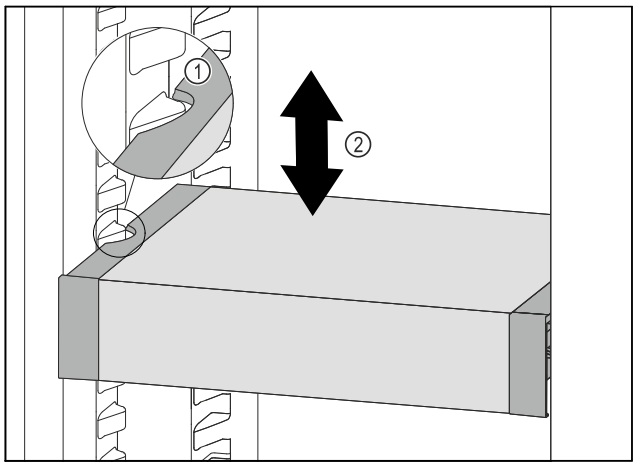

Fig. 167
▶ Trageți în față VarioSafe, până când degajările laterale ale VarioSafe se află la înălțimea nervurii recipientului din frigider. *Fig. 167 (1)*
▶ Mișcați în sus sau în jos VarioSafe în frigider, până când este atinsă înălțimea dorită. *Fig. 167 (2)*